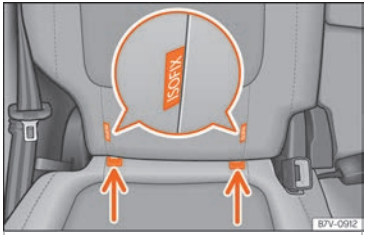

Fig. 39 Version 2: identification of the anchor points for the child seat on the vehicle seat
- Press the child seat onto the retaining rings ››› Fig. 39 in the direction of the arrow. The child seat must be safely engaged and click audibly into place.
- Place the child seat on the seat cushion and attach the retaining strap hooks to the retaining rings ››› Fig. 39.